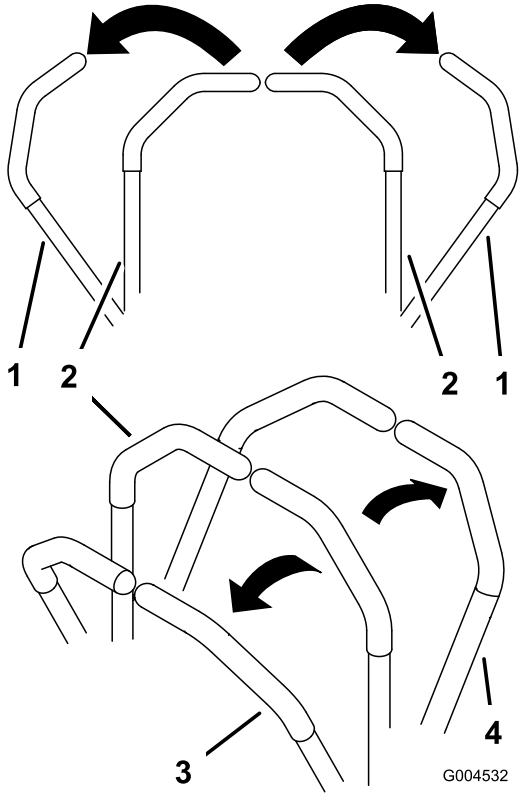

Figuur 15
3. Om vooruit te rijden, duwt u de rijhendels langzaam naar voren (Figuur 15).
Om in een rechte lijn te rijden, moet u gelijkmatige druk uitoefenen op beide rijhendels (Figuur 15).
Om te draaien, beweegt u de rijhendel naar de neutraalstand, in de richting waarin u wilt draaien (Figuur 15).
2. Om achteruit te rijden, trekt u de rijhendels naar achteren (Figuur 15).
Om te draaien, vermindert u de druk op de rijhendel in de richting waarin u wilt draaien (Figuur 15).